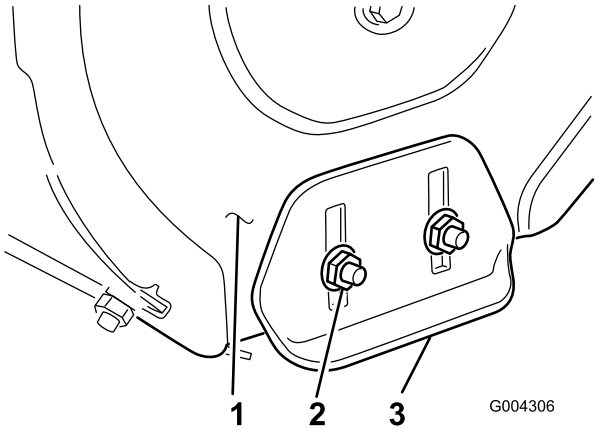

Rysunek 27
3. Odkręcaj 4 nakrętki kołnierzowe mocujące obie płozy do bocznych płyt śruby śnieżnej (Rysunek 27), aż można je będzie łatwo przesuwać w górę i w dół.
8. Dokręć 4 nakrętki kołnierzowe mocujące obie płozy do bocznych płyt śruby śnieżnej (Rysunek 27).